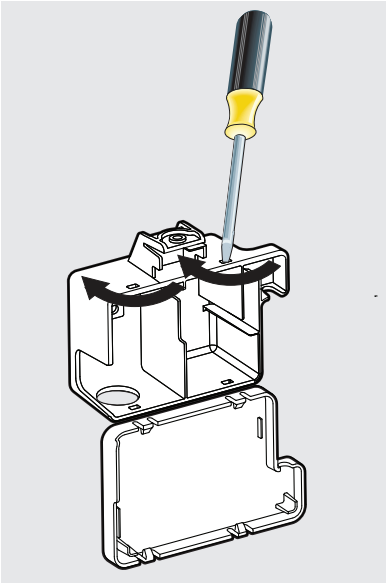

Figure 16
20. Open the connector box using a flat head screwdriver. Insert at the notched point and turn. Insert the water valve in the hole in the box. See Figure 16.